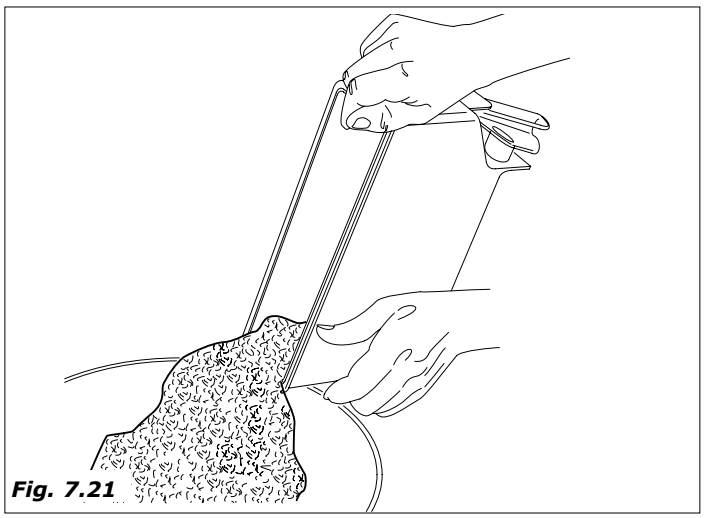

Fig. 7.21
- descargar todos os produtos dos recipientes *(Fig. 7.21)*